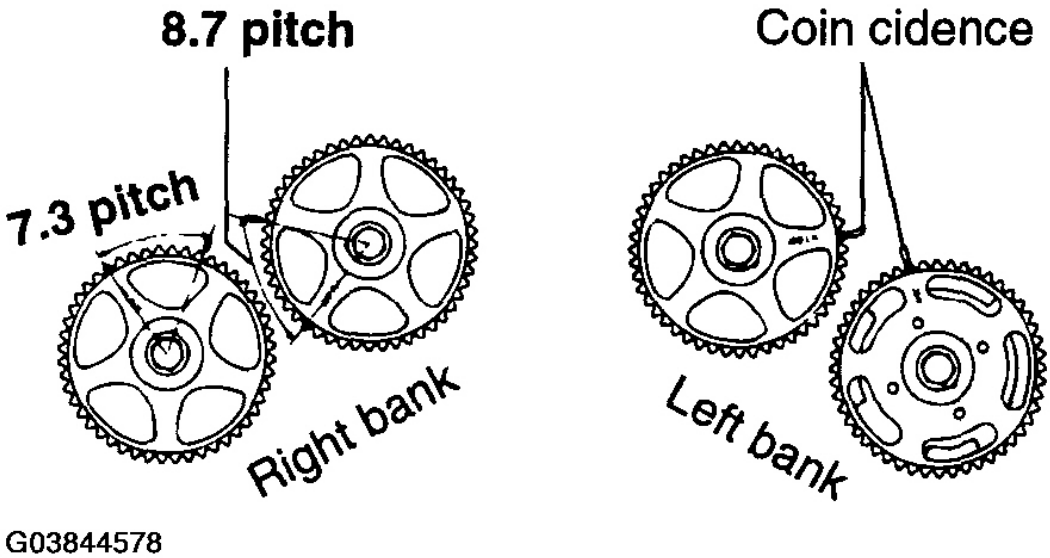

Fig. 53: Installing Camshaft Sprocket
4. Install camshaft sprocket and adjust initial installation state as in **Fig. 53** .